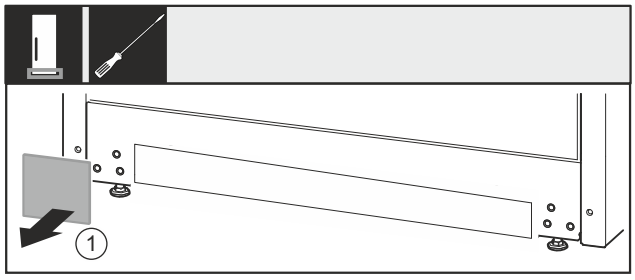

Fig. 24
▶ Abdeckung *Fig. 24 (1)* abnehmen.